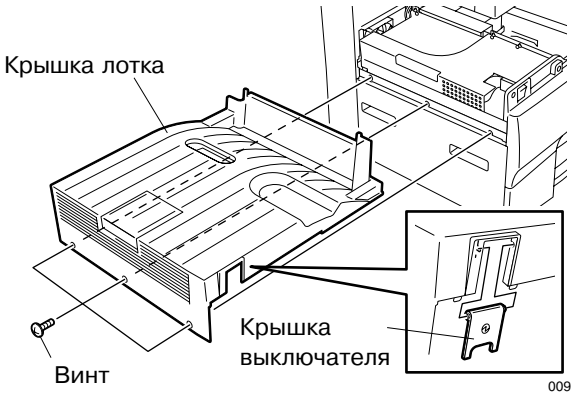

Рис. 2-6-11
2. Вывинтите 3 винта, сдерживающих крышку лотка. (См. Рис. 2-6-11)
6. Отсоедините крышку лотка. (См. Рис. 2-6-11)
9. Отсоедините крышку лотка. (См. Рис. 2-6-11)